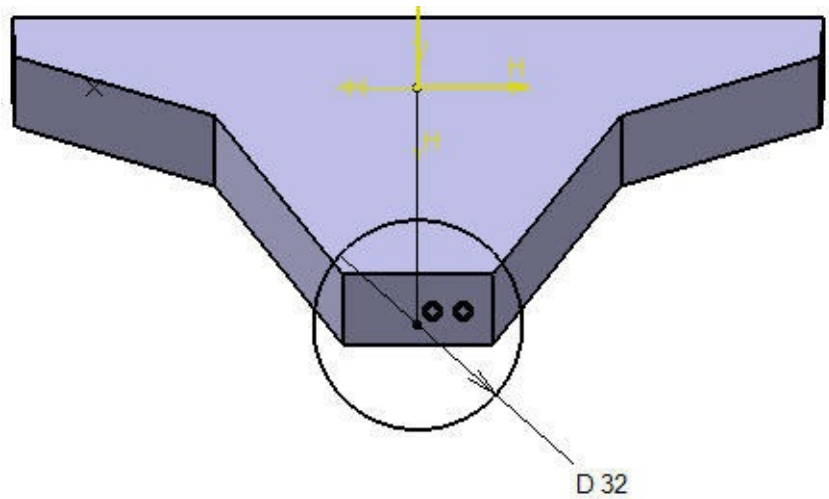

Figure 6-94 *Sketch for the second feature*
4. Use the newly created plane to invoke the **Sketcher** workbench and draw the sketch of the second feature, as shown in Figure 6-94.